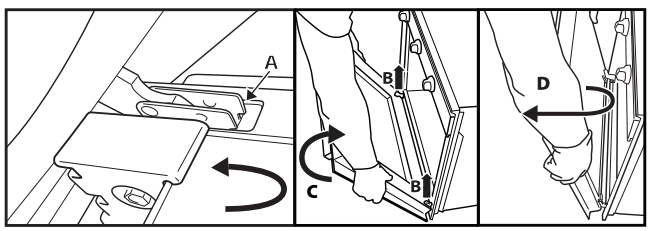

Рис. 2
3. Закройте дверцу так, чтобы она заблокировалась (A), поднимите ее (B) и поверните (C) так, чтобы дверца оказалась снятой (D) (Рис. 2).